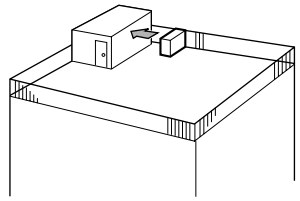

Fig. 2-3
① Richt de luchtuitlaat naar de dichtstbijzijnde muur, op ongeveer 50 cm van de muur. (Fig. 2-3)